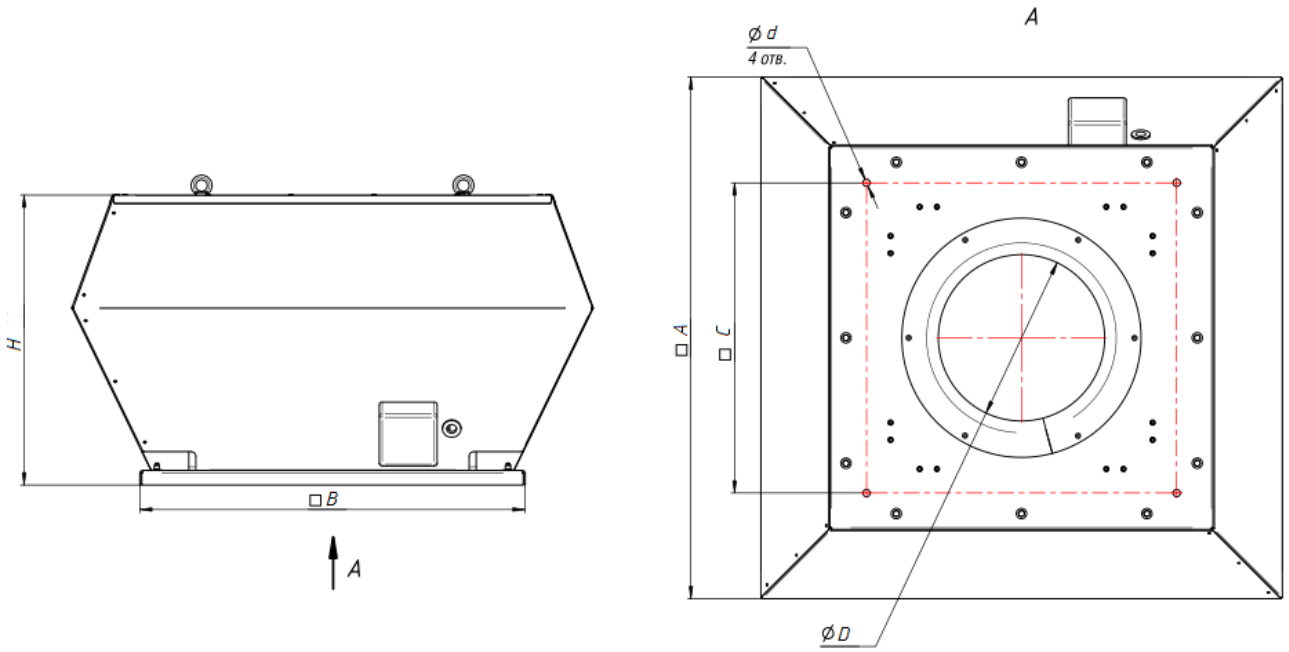
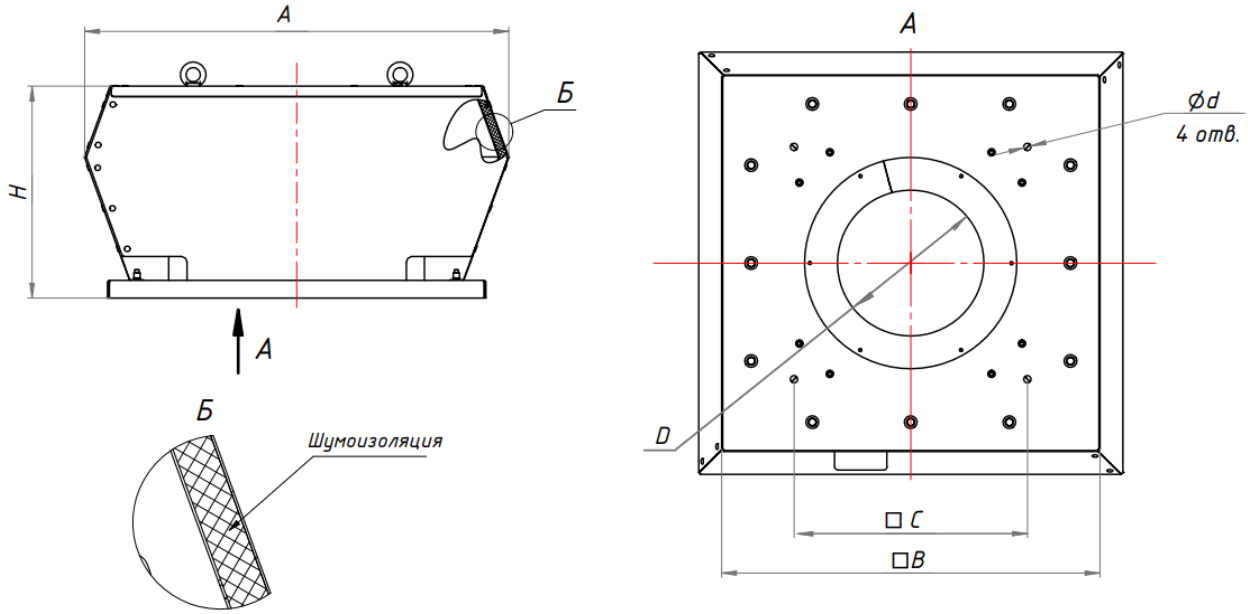

Рисунок 1. Габаритно-присоединительные размеры ВМК
Рисунок 2. Габаритно-присоединительные размеры ВМК-Ш
1.2.2. Устройство вентиляторов, габаритные, присоединительные и установочные размеры вентиляторов указаны на рис. 1, табл. 1, рис. 2, табл. 2